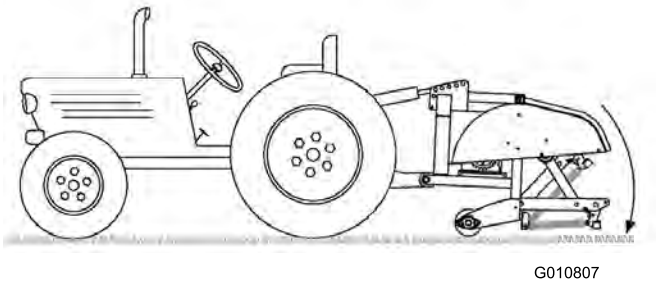

Figur 11
4. Sänk ner luftaren till marken och dra ut topplänkens cylinder eller den övre länken helt (Figur 11).